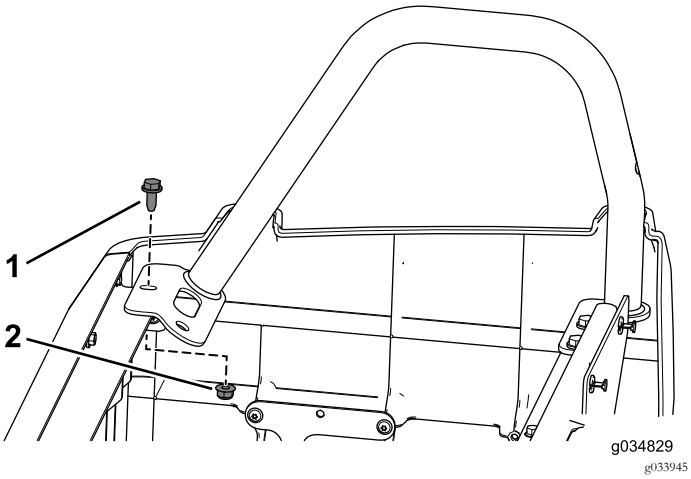

Figura 53
1. Remova o parafuso flangeado dianteiro e a porca flangeada no suporte para as ancas direito (Figura 53).